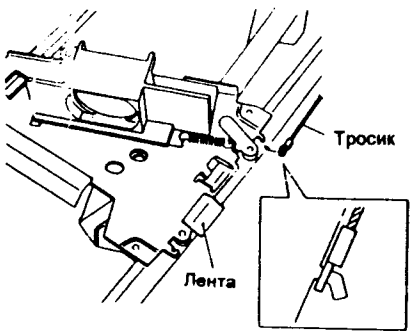

Рис. 5 NZM-0087
1. (Рис. 5): Проверьте, что синхронизирующее отверстие каретки объектива совмещено с синхронизирующим отверстием планки. Закрепите каретку объектива на каркасе аппарата липкой лентой.
ПРИМЕЧАНИЕ: • (Рис. 5): Сторона петли без уступа должна быть направлена к каретке.